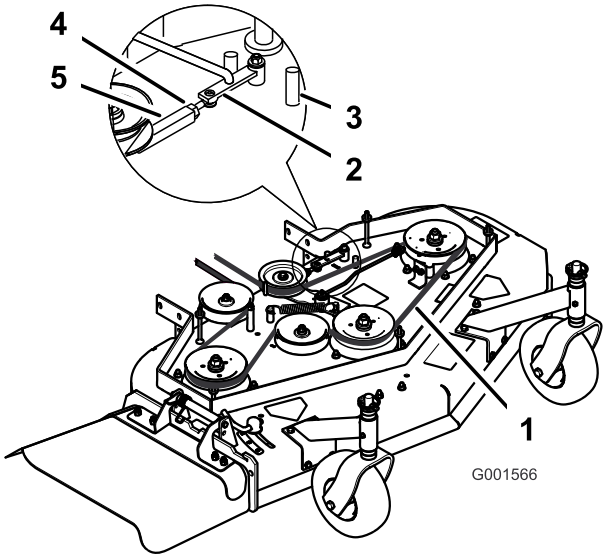

Figura 47
3. Afloje la contratuerca del tensor (Figura 47).
4. Gire el tensor hacia la parte trasera del cortacésped para aumentar la tensión de la correa. Gire el tensor hacia la parte delantera del cortacésped para reducir la tensión de la correa (Figura 47).